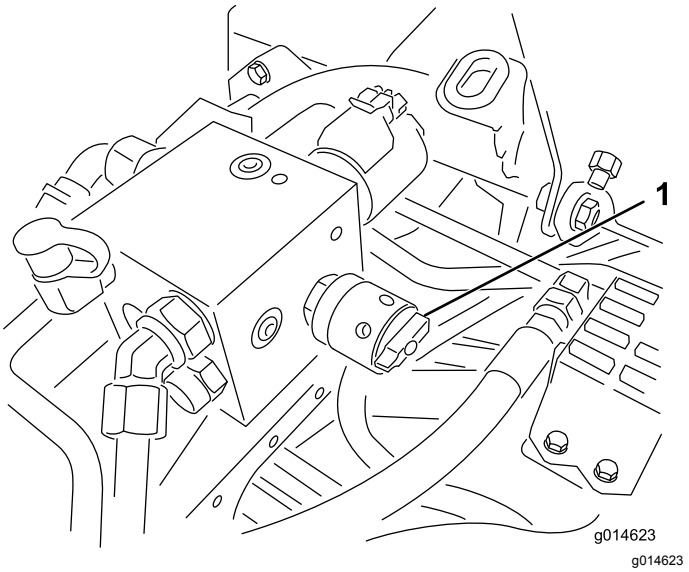

Figura 51
6. Rode o controlo da velocidade dos cilindros para a posição 1 (Figura 51).
4. Ajuste a velocidade dos cilindros, rodando o manípulo (Figura 51) até que as setas indicadoras fiquem alinhadas com o número que determinou no passo 3.